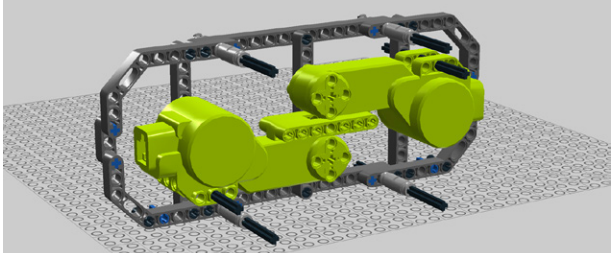

Figure 4-23. *Step 18: Combining the motors and the assembly*
18. Add the motors to the structure you built earlier, as shown in Figure 4-23.